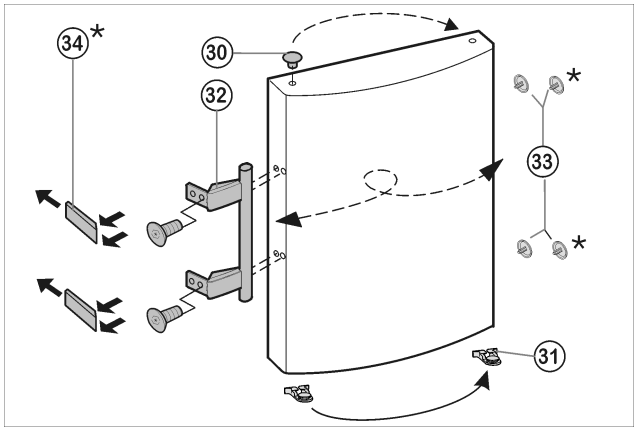

Fig. 8
- ▶ Zátky *Fig. 8 (33)* vyjměte z pouzdra ložisek dvířek a přemístěte je.
- ▶ Madlo dveří *Fig. 8 (32)*, zátky *Fig. 8 (33)* a krycí destičky* *Fig. 8 (34)* odmontujte a přemontujte na protější stranu.